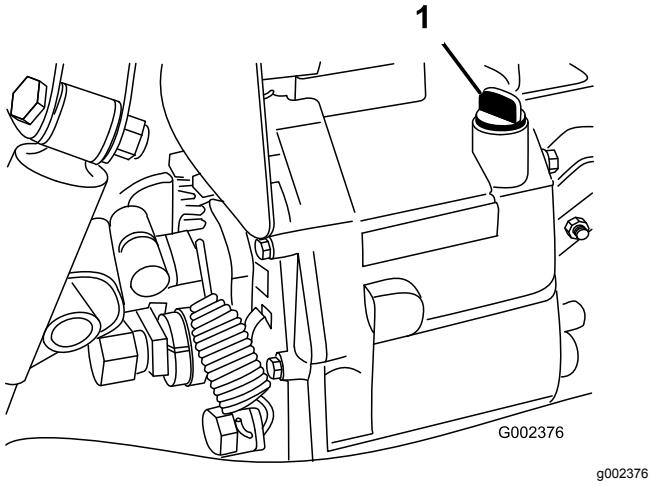

Figuur 68
4. Reinig het gebied rond de peilstok (Figuur 68).